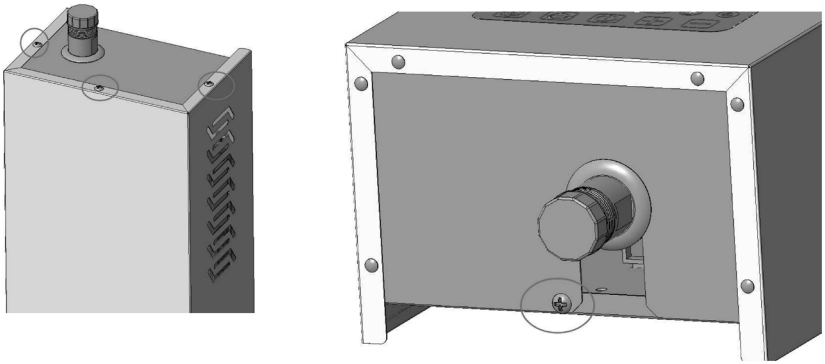

Рис. 11. Демонтаж лицевой панели
- 1 вин в нижней части корпуса (Рис. 11).